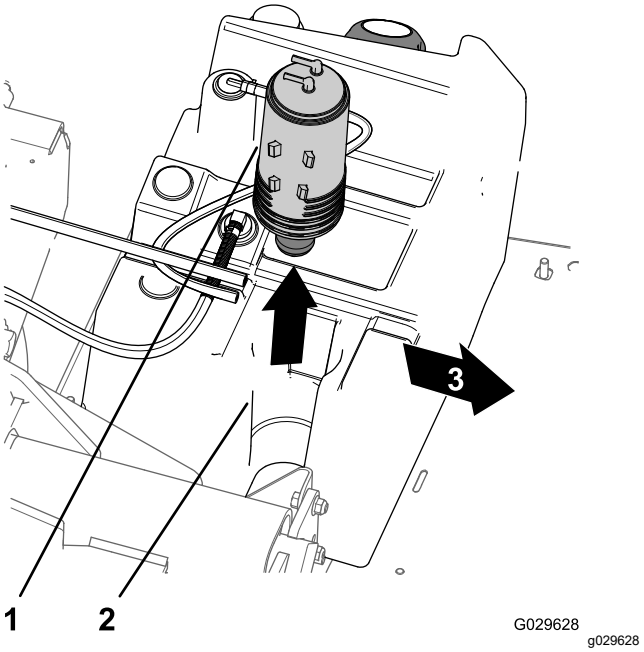

**Figur 44**
3. Løft kulfilterbeholderen af kulfilterbeholderens montering i brændstoftanken (Figur 44).
7. Sæt den nye kulfilterbeholder ind i kulfilterbeholderens montering på brændstoftanken med tømningsfittings og brændstoftankens fittings justeret bagud (Figur 44).